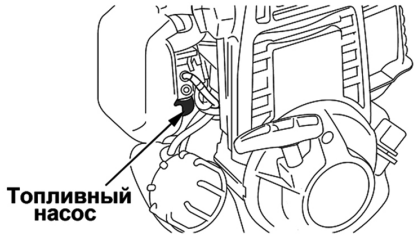

Рис. 10 Ручной топливный насос
3. Прокачайте топливо через карбюратор. Для этого нажимайте (примерно 5-10 раз) на ручной топливный насос до появления в насосе топлива и возникновения сопротивления при нажатии. Насос находится в нижней части карбюратора под корпусом воздушного фильтра (Рис. 10)